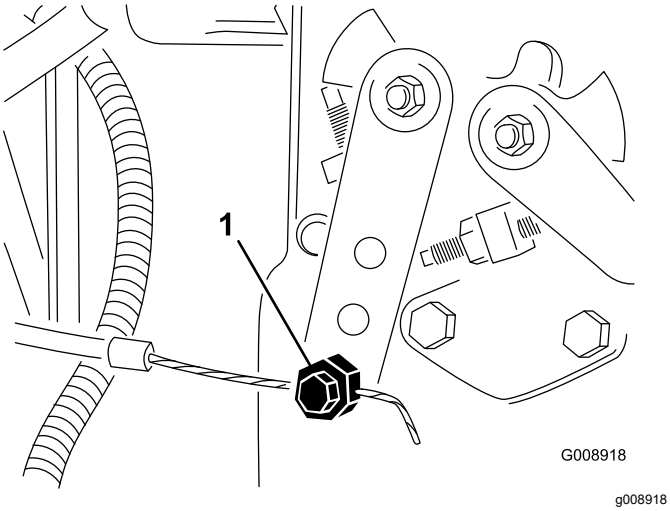

Rysunek 83
4. Poluzuj nakrętkę mocującą linkę przepustnicy do ramienia pompy wtryskowej (Rysunek 83).